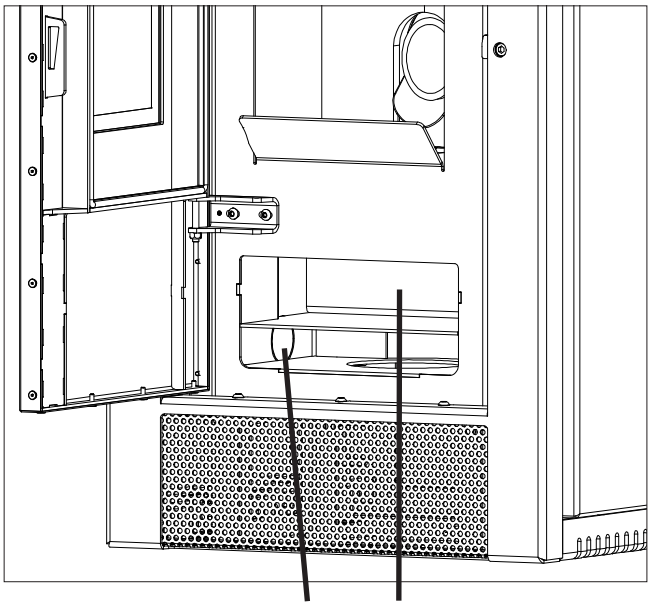

Fig.7b
- Le cendrier se trouve derrière la porte du foyer. Pour nettoyer, défaire le verrou du cendrier pour sortir le cendrier vers l'avant. Nettoyer par la même occasion la partie qui se trouve sous le cendrier (conduites des fumées, voir Fig.7b).